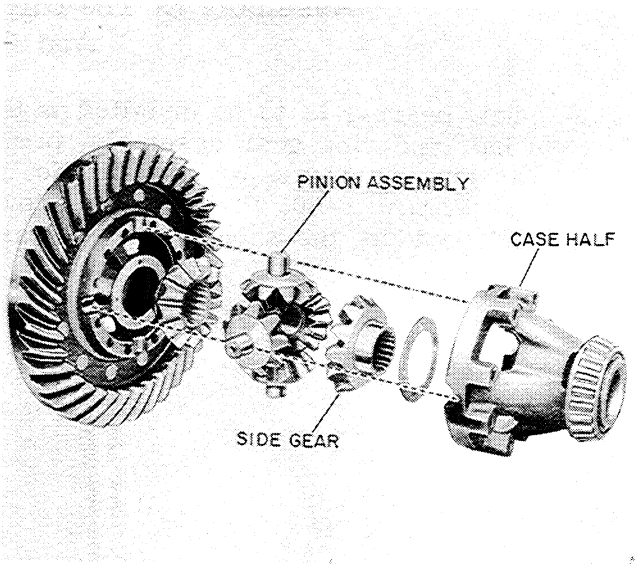

Figure T-66
7. Install the remaining case half over the side gear and pinion assembly in the order shown in Figure T-66.